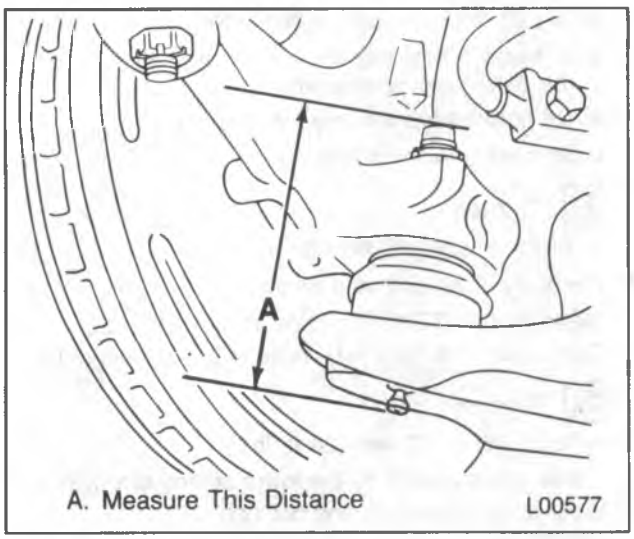

Figure 22 – Inspecting the Lower Ball Joint
Inspect (Figure 22)
2. Measure the distance between the tip of the ball joint stud and the tip of the grease fitting below the ball joint (figure 22).